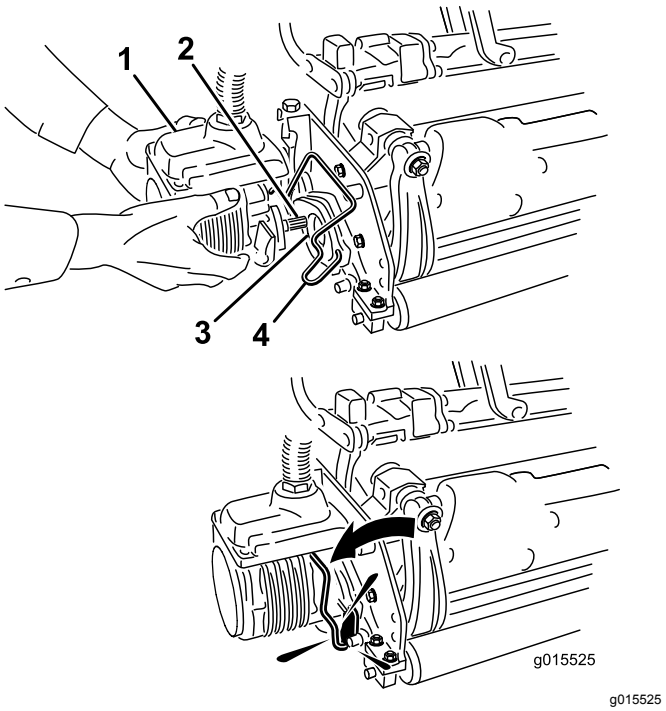

Rysunek 38
6. Nasmaruj wał z wypustem silnika zespołu tnącego cienką warstwą smaru (Rysunek 38).
7. Umieść silnik po lewej stronie zespołu tnącego (patrz od strony operatora) i pociągnij pręt mocujący silnik na zespole tnącym w kierunku silnika, aż do usłyszenia charakterystycznego kliknięcia po obu stronach silnika (Rysunek 38).